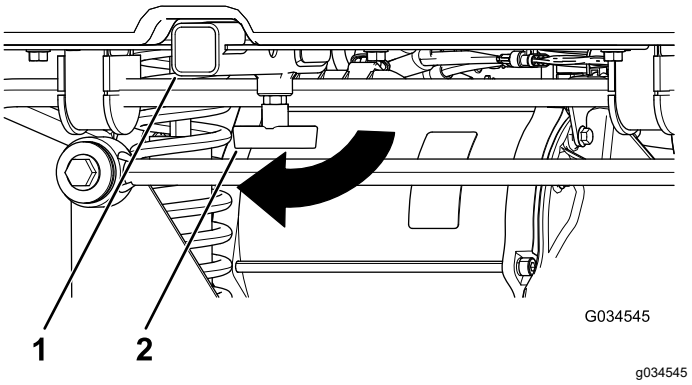

**Figuur 17**
1. Zet de T-hendel los door deze rechtsom te draaien (Figuur 17).
2. Breng uw accessoire aan in de houder en zorg dat de gaten overeenkomen (Figuur 17).